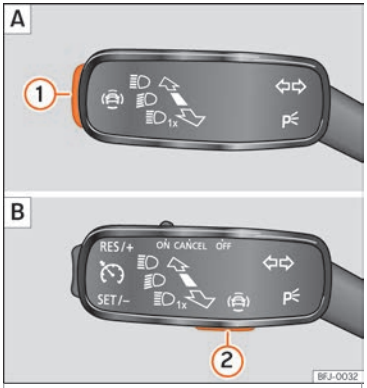

Fig. 115 En la palanca de intermitentes y de luz de carretera: tecla para los sistemas de asistencia al conductor (según versiones).
- Pulse brevemente la tecla ››› fig. 115 ① o ② para abrir el menú **Asistentes**.